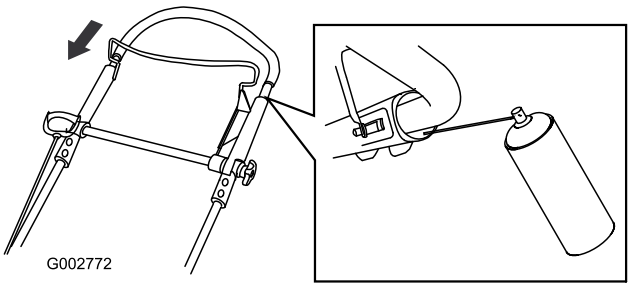

Figur 31
2. Tryck ner det övre handtaget helt och spreja plastinsidan på det yttre handtaget (Figur 31).